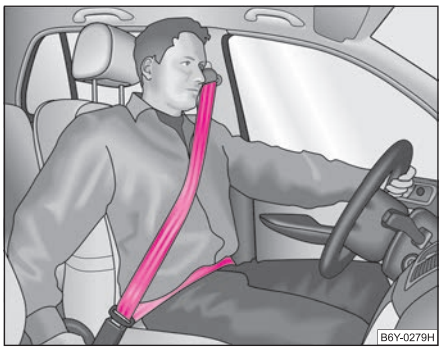

Fig. 141 Routing of webbing over the shoulders and the lap belt
- **The shoulder part of the seat belt must never run across your neck but must run approximately over the middle of the shoulder and fit snugly against the chest. The lap part of the belt must run across the hip and must never be routed across the stomach. It must always fit snugly ⇒ fig. 141. Adjust the belt webbing as required.**